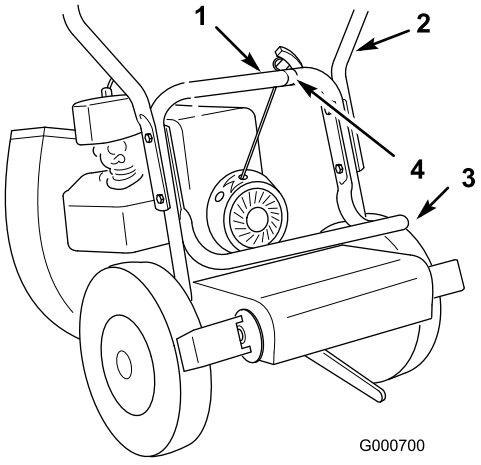

Figuur 3
1. Bevestig de bovenste handgreep aan de onderste handgreep met vier tapschroeven (5/16 x 1-1/2 inches) en borgmoeren (5/16 inch) (Figuur 3).
2. Bevestig de steun van de zak aan de binnenkant van de onderste handgreep als u de handgreep monteert (Figuur 3).